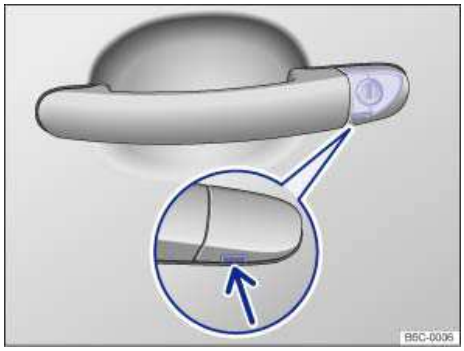

**Fig. 175** Door handle on driver door: Concealed lock cylinder (if applicable).
- If the vehicle has a concealed lock cylinder, insert the key bit from below into the opening of the cover cap on the driver door ⇒ fig. 175 (arrow) and lift the cover cap off. Grasping the door handle and pulling slightly makes it easier to remove the cap.